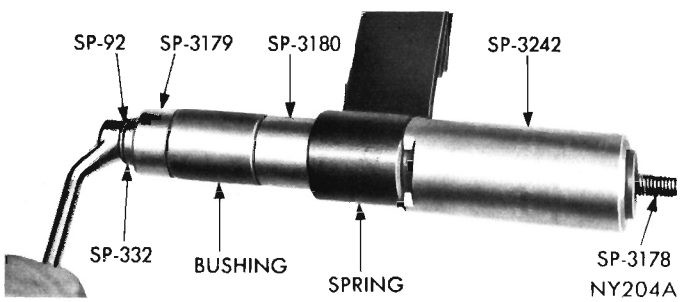

Fig. 11—Pivot Bushing Replacement
The removal of old bushings and installation of new bushings is performed in one operation, using Tool C-3709, (8 Cylinder models) or Tool C-3729 (6 Cylinder models) (Fig. 11).
(1) Raise vehicle on hoist to a comfortable working position.
(2) Using floor stands under axle assembly, raise axle assembly to relieve weight on rear spring.
(3) Disconnect rear shock absorber at spring plate lower mounting stud. Lower axle assembly, permitting rear springs to hang free.
(4) To replace front pivot bushing, remove rear spring front hanger from body bracket. Remove pivot bolt and hanger from spring.
(5) Place new bushings on Tool C-3709 (8 Cylinder models) or Tool C-3729 (6 Cylinder models) (Fig. 11). Arrange tool in spring eye, then press out old bushing while pressing new bushing in one operation.
(6) Assemble front hanger to spring but do not tighten pivot bolt nut until full weight of vehicle is on wheels.
(7) Attach spring hanger to body bracket and tighten mounting bolts to 30 foot-pounds.
(8) To replace rear spring shackle bushings remove rear spring hanger from body bracket. Remove shackle, then slide bushings out of spring and hanger.
(9) Insert new bushings in spring and hanger then assemble shackle and hanger on spring. Start shackle bolt nuts.
(10) Attach hanger to body bracket and tighten mounting bolt to 30 foot-pound.
(11) Lower vehicle to floor and with full weight of vehicle on the wheels, tighten pivot bolts and/or nuts 85 foot-pounds on 6 cylinder (Valiant), and 125 foot-pounds on all other models. Tighten shackle nuts 45 foot-pounds (Satellite, Fury), 30 foot-pounds (Valiant).
(12) Reinstall shock absorber on spring plate stud and tighten to 50 foot-pounds.